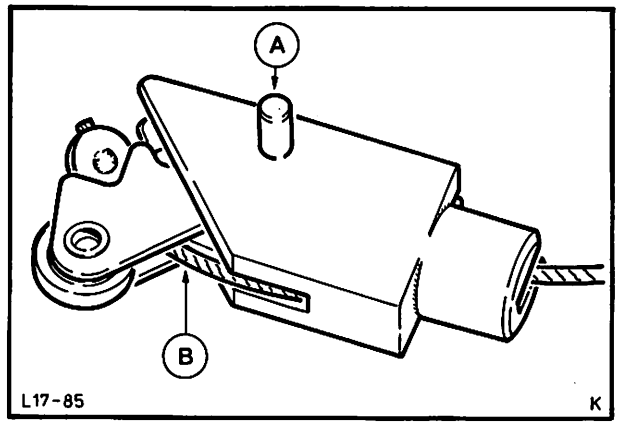

Abb. 123 Drucksperrbetätigung
4. Zylinderstift aus der Drucksperrbetätigung heraustreiben und Drucksperrbetätigung sowie Betätigungszug aus dem Hebelarm herausnehmen. Abb. 123.
5. Betätigungszug einsetzen und Drucksperrbetätigung montieren. Zylinderstift wieder einsetzen. Abb. 123.